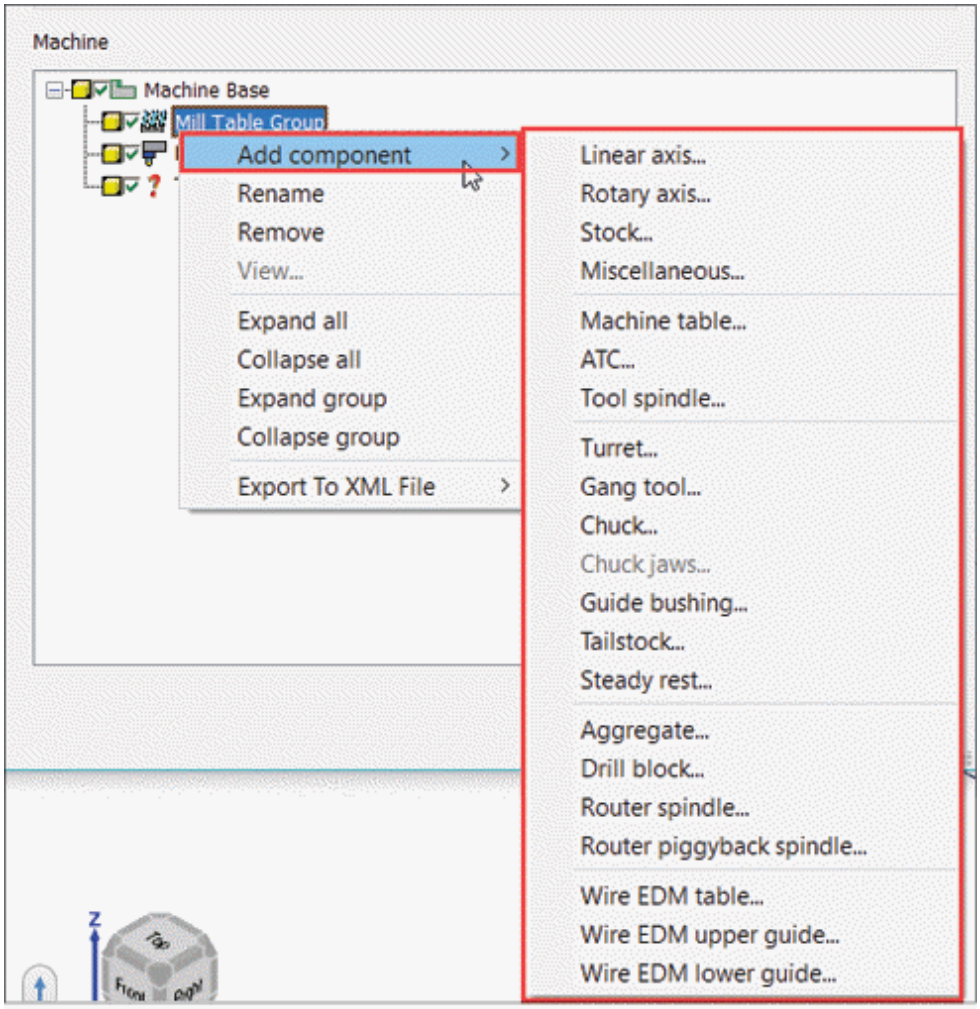

Figure-13. Add component cascading menu
- Right-click on **Mill Table Group** option from **Machine** area in the dialog box and selected desired component type which you want to add in machine from **Add component** cascading menu in the shortcut menu; refer to Figure-13. In our case, we have selected Linear axis option. On doing so, the **Machine Component Manager - Linear Axis** dialog box will be displayed. Click on the **OK** button at this time to exit the dialog box. You will learn about this dialog box later. On clicking **OK** button, the Linear Axis feature will be added in the **Mill Table Group** node. Similarly, you can create features under other nodes of **Machine** area.